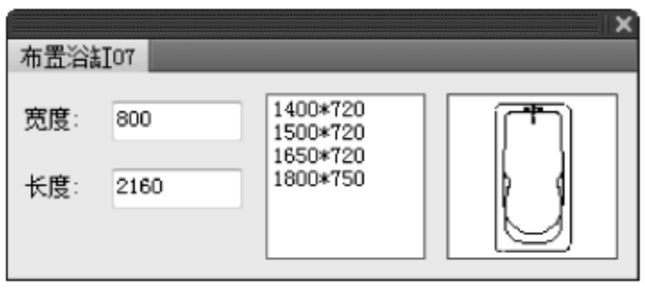

图 18-89 “布置浴缸 07”对话框
(2) 双击所选择的洁具，显示“布置浴缸 07”对话框，如图 18-89 所示。在对话框中填入相应的数据。